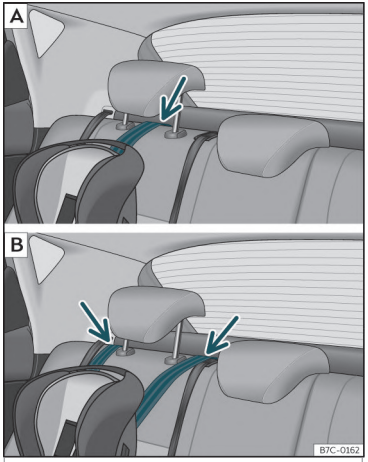

Fig. 27 Bancheta din spate: reglarea și asamblarea trebuie făcute conform curelei Top Tether.
- Treceți cureaua pe sub tetiera banchetei ››› **fig. 27** (în funcție de instrucțiunile de utilizare ale scaunului respectiv, ridicați sau demontați tetiera, dacă este cazul).